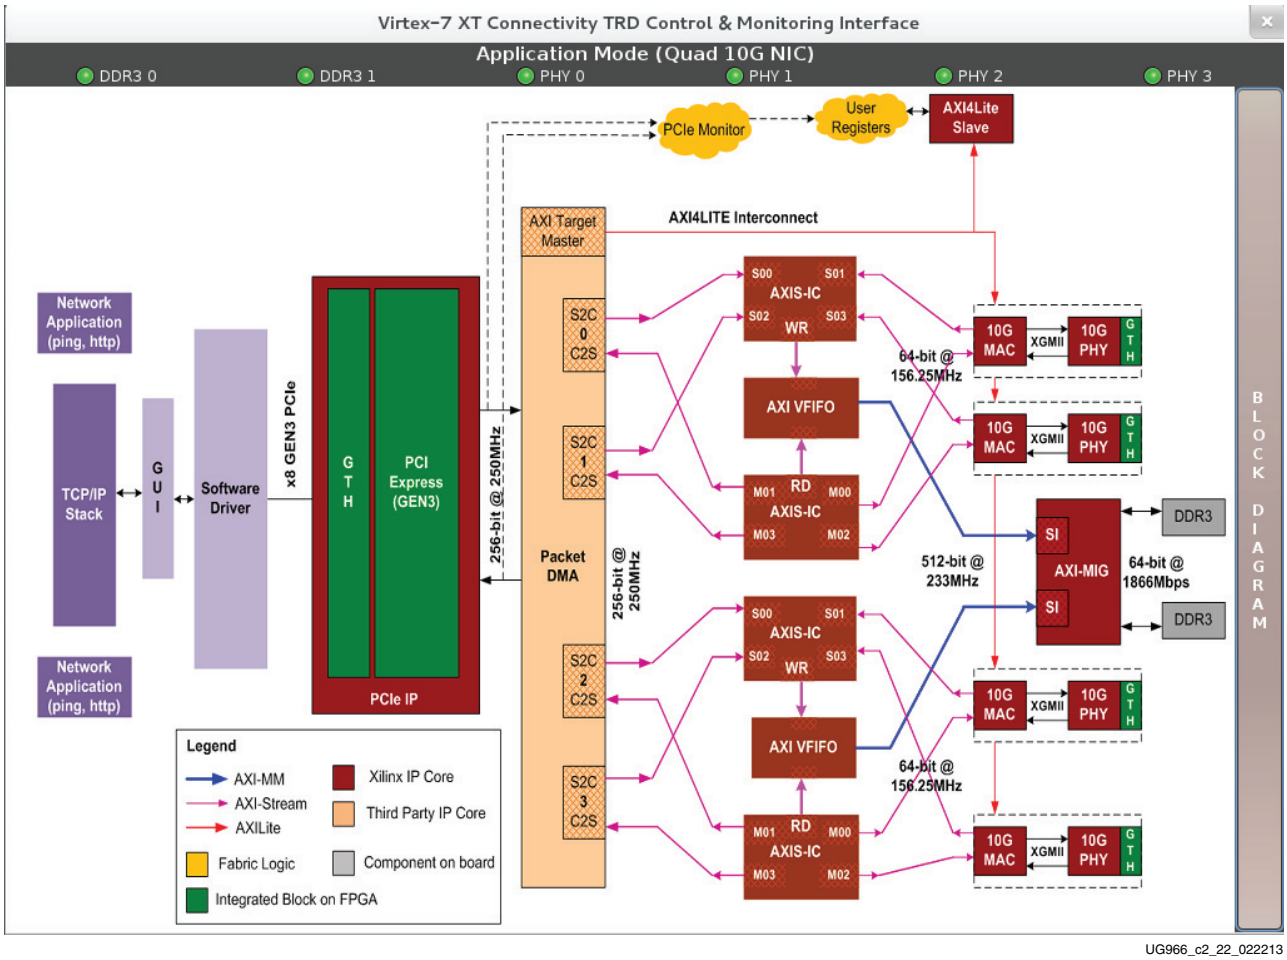

Figure 2-22: **Access the Block Diagram**
4. Click on the **Block Diagram** tab on the right side of the GUI to bring up the block diagram of the TRD with the datapath highlighted for the selected mode. See Figure 2-22.